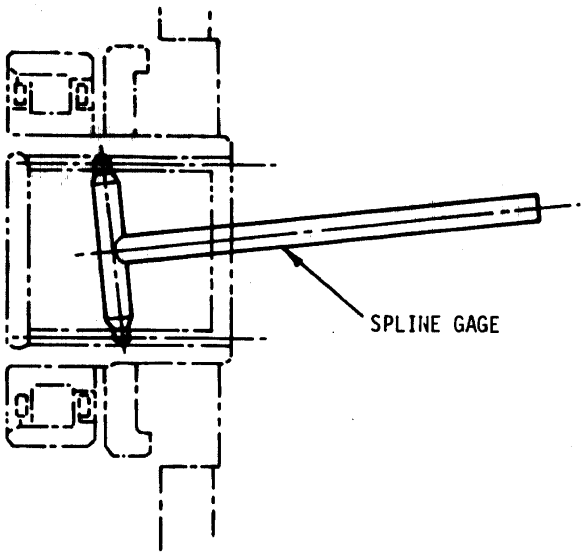

Figure 1. Accessory Drive Shaft Internal Spline Wear Inspection Using 6872245 Gage
c. Insert the 6872245 internal spline gage in a vertical position as shown in figure 1.